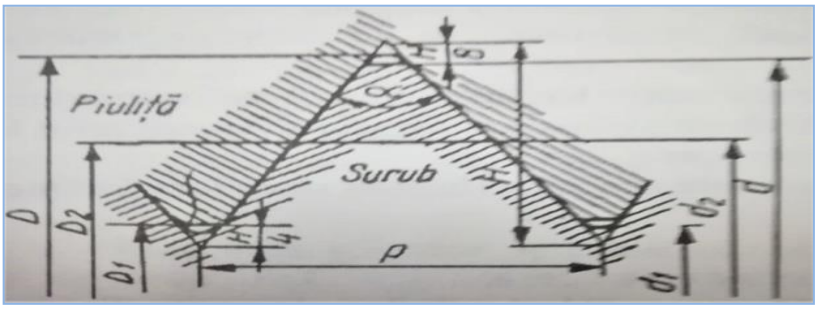

Figura 3
b. Comparați elementele geometrice ale filetului reprezentat în *Figura 3*, cu cele ale piesei selectate și notați denumirea/caracteristicile elementele geometrice ale filetului în *Tabelul1*.